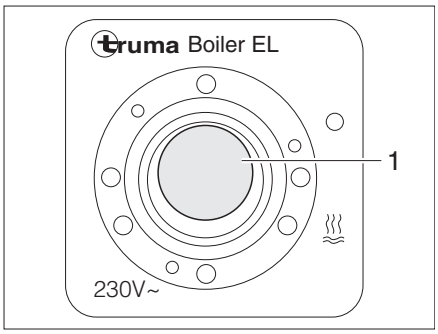

Fig. 119 Flip switch for Truma boiler (240 V electrical operation)
- Set the flip switch (Fig. 119,1) to on. The indicator lamp on the switch is illuminated. The water in the boiler is heated up to 65 °C.
- Set the flip switch (Fig. 119,1) to "O". The indicator lamp on the switch goes off.
- Set the rotary switch (Fig. 118,3) on the operating unit (Fig. 118) to "O" (Fig. 118,4) or the flip switch (Fig. 119,1) to "O".